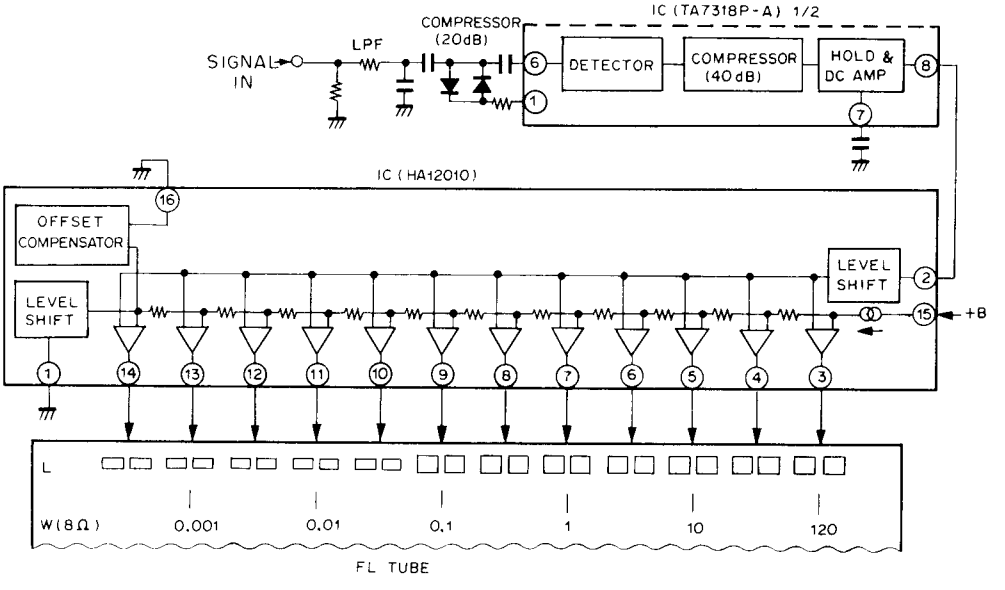

Fig. 4-7 Power Indicator Circuit
An outline of the FL tube drive circuit is shown in Fig. 4-7. The output circuit signal is first passed through a low-pass filter and a compressor circuit before being applied to pin no.6 (4) of the IC (TA7318P-A). The compressor circuit makes use of the non-linearity of rising portion of the diode's Vd-Id characteristics to contract the signal dynamic range by 20dB. The IC contains a detector circuit, compressor (40dB), and peak hold circuit for both left and right channels. The dynamic range of the signal is thus contracted by 60dB to obtain a "peak held" DC voltage.